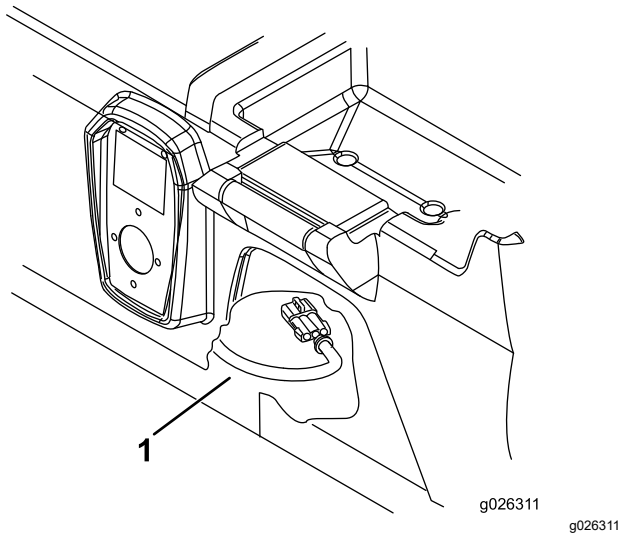

Figure 3
1. Passez sous la base des sièges et débranchez le connecteur du faisceau de câblage du chargeur (Figure 3).